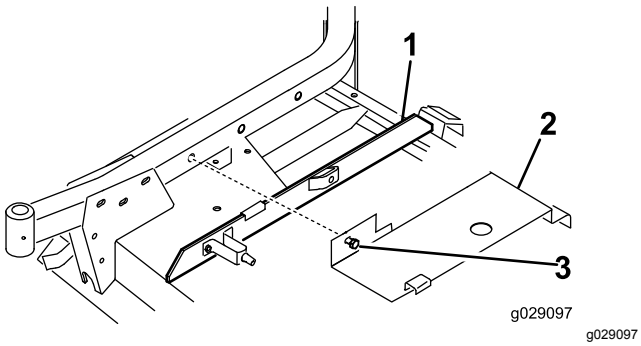

Figuur 24
1. Breng een sierstrip aan op de rechter overbruggingsstang; zorg dat de zijkant van de veerbeugel 10 cm van de tegenoverliggende rand van de sierstrip verwijderd is (Figuur 24).
2. Haak het achterste deel van het deksel van het maaidek (Figuur 24) over de achterste kanaalpen; lijn de bevestigingsbout van het deksel uit met het gat in de rechter zwenkarm. Het deksel moet op de sierstrip rusten. Indien nodig moet u de sierstrip afstellen.